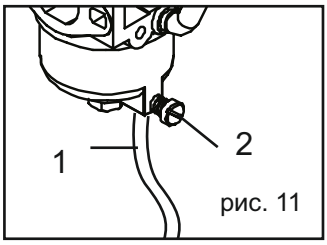

рис. 11
5. До карбюратора можна дістатися між двигуном і повітряним фільтром. Знайдіть прозору трубку від карбюратора (рис. 11), яка проходить через опорну пластину генератора.
6. Відкрутіть гвинт зливного отвору карбюратора (рис. 11) за допомогою викрутки з плоским наконечником (не входить до комплекту) і злийте весь бензин, який накопичився всередині карбюратора, через зливну трубку в контейнер для зберігання бензину.